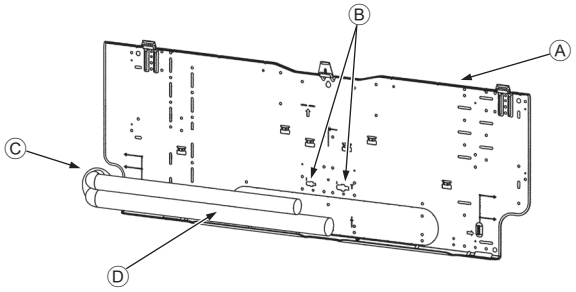

Fig. 3-5
3.3. Mura in rör i väggen (Fig. 3-5)
- Ⓐ Monteringspanel ①